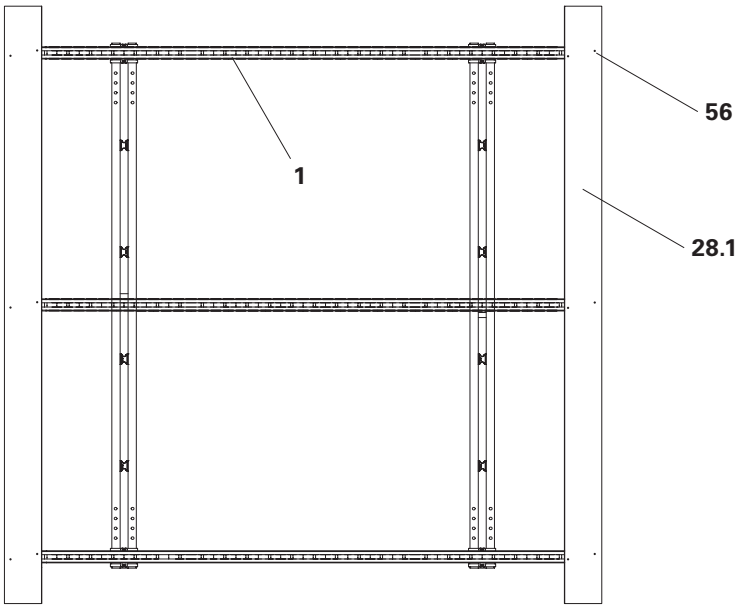

Abb. B5.06
2. Je einen Bohlenbelag 40 mm bündig an den Enden der Belagträger (**1**) ausrichten. Darauf achten, dass der Überstand auf beiden Seiten gleich groß ist (Abb. B5.06).